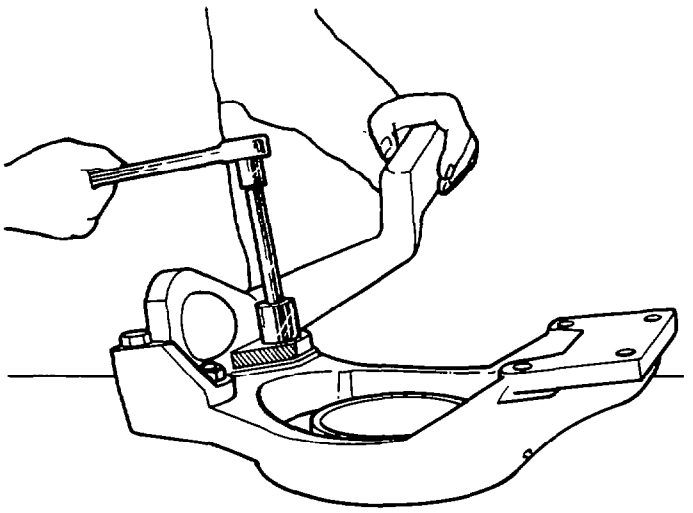

Fig. 375 — Fitting Steering Arm and Kingpin Bracket
q. Position the bracket on the studs projecting from the spindle yoke, then fit the washers and locknuts; torque the nuts to 149 Nm (110 lb.ft) (see fig. 375).